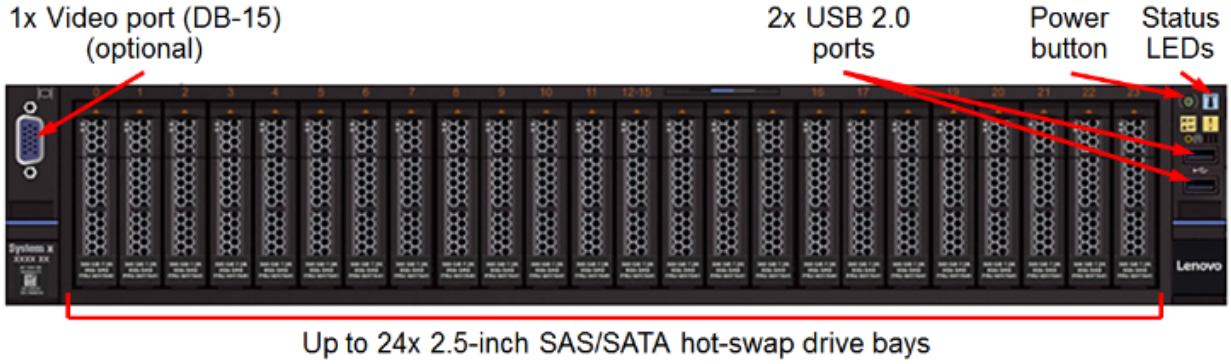

**Figure 11: x3650 M5 with 24x 2.5-inch drive bays front view**
**Figure 11** shows the front view of x3650 M5 with up to 24x 2.5-inch drive bays.